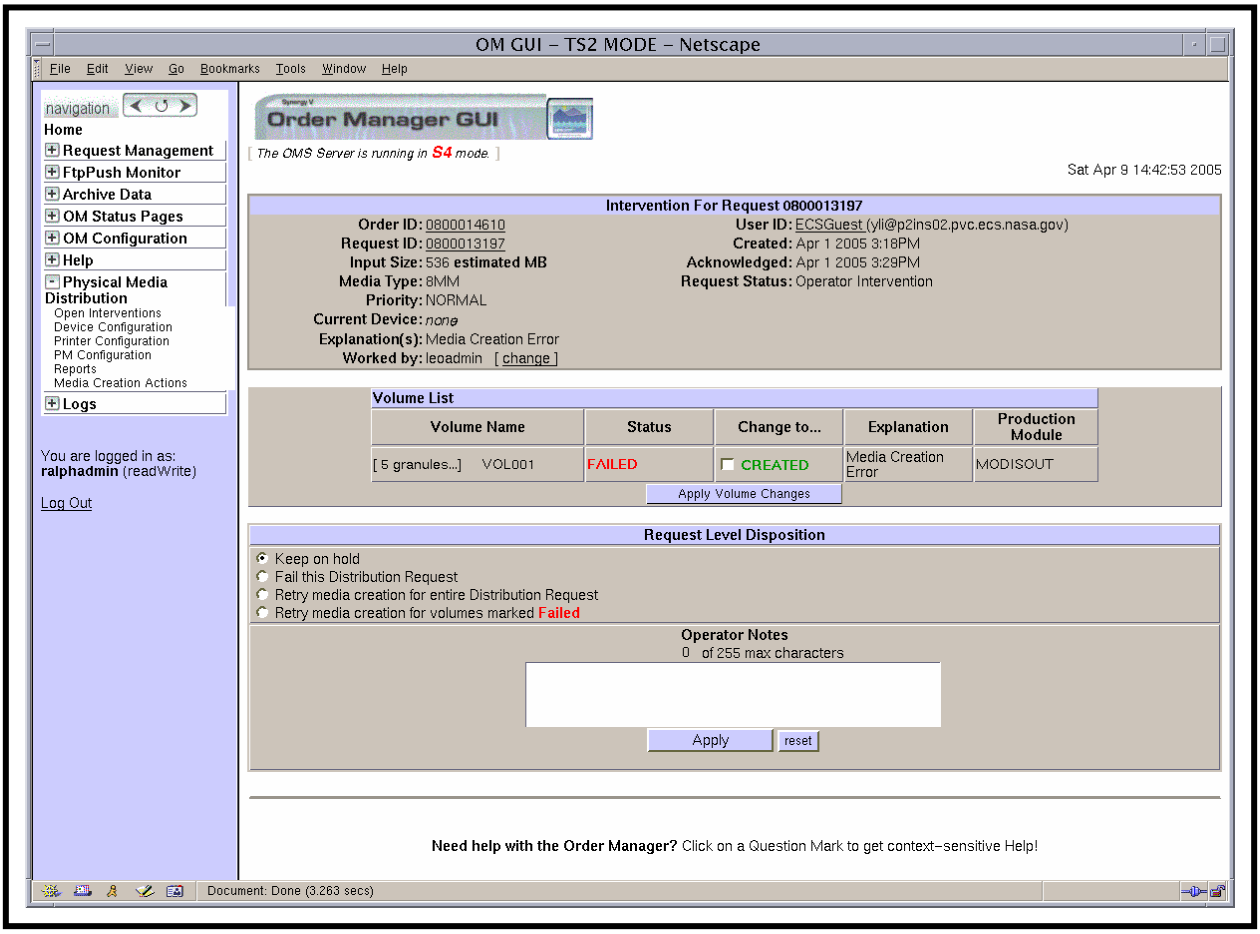

Figure 70. PMD Open Intervention Detail (Intervention for Request X) Page
- For example, clicking on Request ID **0800013197** brings up a **PMD Open Intervention Detail** page (i.e., **Intervention for Request 0800013197**) (Figure 70).
9 Observe information displayed on the **PMD Open Intervention Detail** page (Figure 70).
- The following items are displayed on the **PMD Open Intervention Detail** page (Figure 70).
- The **PMD Open Intervention Detail** page (Figure 70) is dismissed.
The **PMD Open Intervention Detail** page (Figure 70) provides the full-capability operator with a means of performing the following kinds of interventions:
- The **PMD Open Intervention Detail** page (Figure 70) is being displayed on the **OM GUI**.
- If the **PMD Open Intervention Detail** page (Figure 70) is not being displayed on the **OM GUI**, go to the procedure for **Viewing PMD Open Intervention Information on the OM GUI** (preceding section of this lesson).
1 Observe the information displayed in the **Worked by:** field of the **PMD Open Intervention Detail** page (Figure 70).